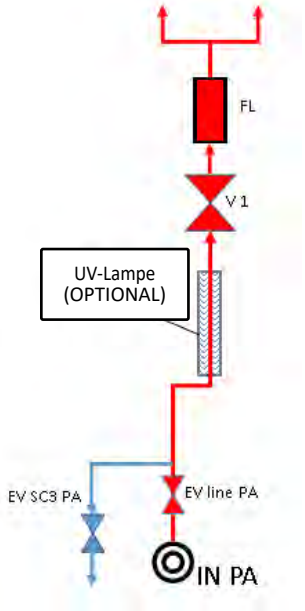

Abbildung 5: Funktionsschema ADIABATIC SYSTEM
B)_ADIABATIC SYSTEM (Abbildung 5), das nur die Verwendung der adiabatischen Paneele vorsieht. Seine Verwendung wird in den Fällen empfohlen, in denen keine Wasseraufbereitungsanlage vorhanden ist.